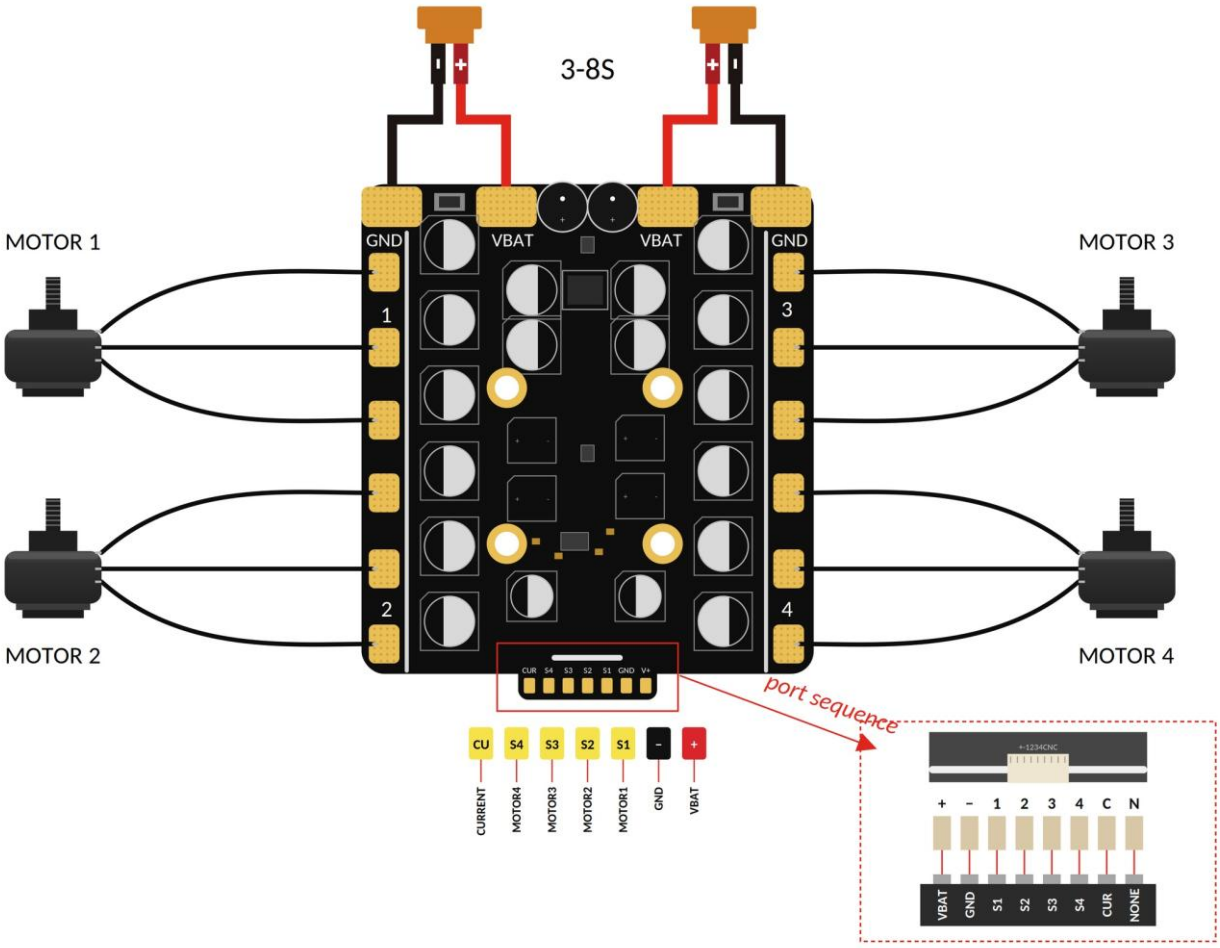

Rys.2. Schemat okablowania
- Wejścia akumulatora: Płytka ma dwa pola VBAT i dwa pola GND (pary po lewej i prawej stronie), jak pokazano na Rys. 2. Obsługiwane napięcie wejściowe: 3-8S.